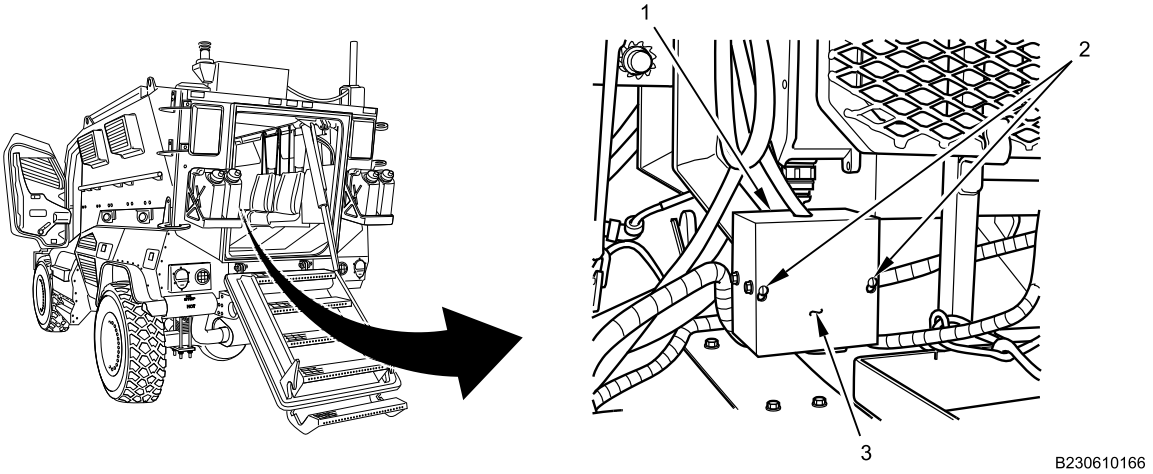

Figure 3. Turret Power Feed Box Cover.
6. Loosen two screws (Figure 3, Item 2) and remove turret power feed box cover (Figure 3, Item 3) from turret power feed box (Figure 3, Item 1).